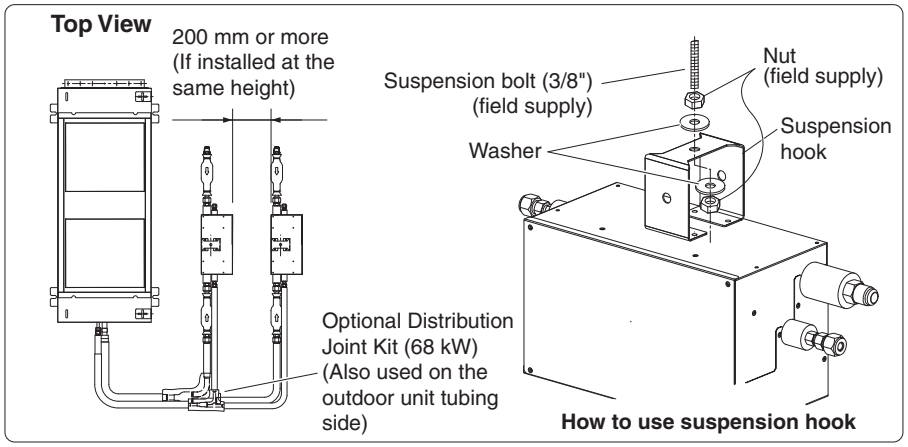

Fig. 2-346
For 22.4 kW (8 hp) and 28 kW (10 hp) units, use 2 RAP valve kits connected in parallel. (Refer to Fig. 2-346)
(2) Notes on Installation
- Install the valve body within **a distance of 30 m from the indoor unit** as shown in Fig. 2-346.